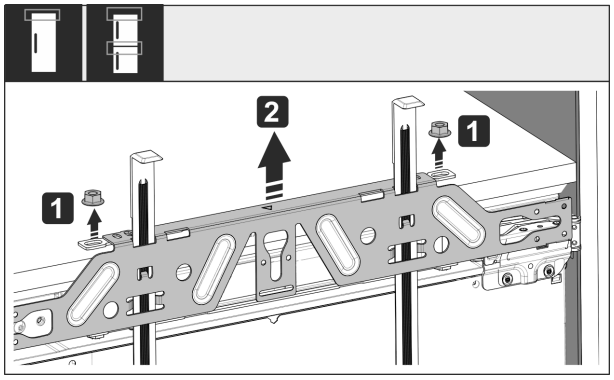

Fig. 53
▶ Loosen locknuts *Fig. 53 (1)*.
▶ Remove crosspiece *Fig. 53 (2)*.